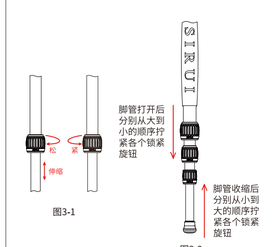

图3-1 图3-2
3. 伸缩脚架管；按图示的方向同时或分别将锁紧旋钮转动约1/2圈，然后将脚管拉出您所需要的长度，再按图示方向，分别从大到小的顺序拧紧各个锁紧旋钮；收缩时松开锁紧旋钮应按从小到大的顺序操作（如图3-1和图3-2所示）；